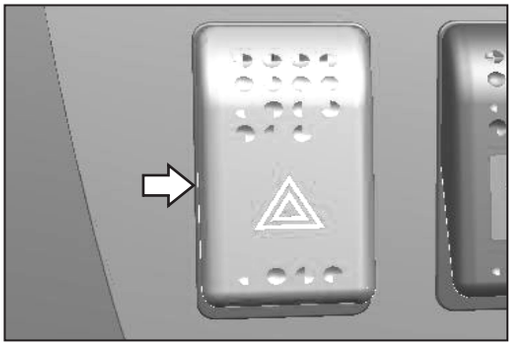

Рис. 3.3.1
3.3.1 Переключатель аварийной сигнализации (Рис. 3.3.1):